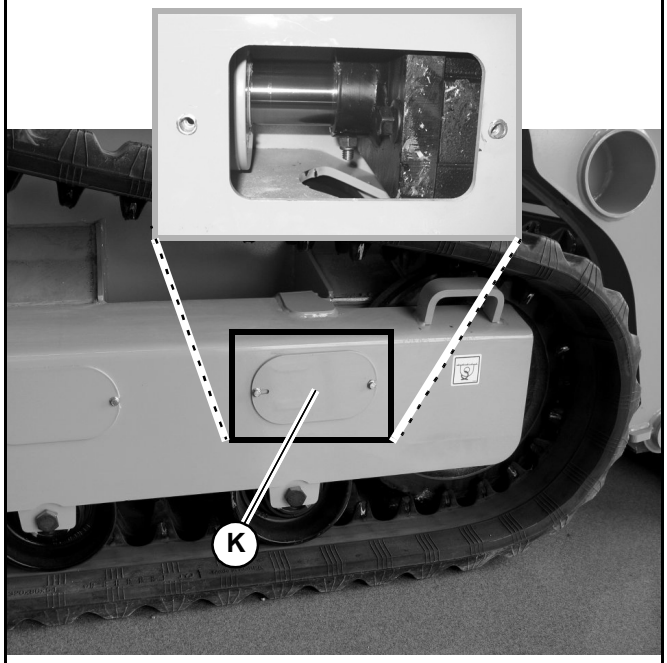

Fig. 103 – Tension Cylinder Stop
1. With the machine running and the drive system not moving, remove tension cylinder stop (K, Fig. 103) on the side on the machine with the track to be replaced.